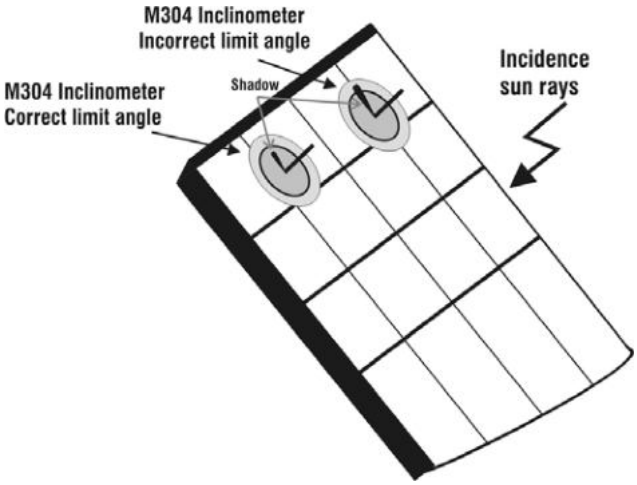

Fig. 10: Positioning the M304 inclinometer
18. Mount the M304 (inclinometer) supplied accessory, place and hold it on the plane of module. **Verify that the sun shadow falls on the disc within the "limit internal circle" on the disc itself (see Fig. 10). If this is not the case, the incidence angle between sun rays and the module surface is too high and not complying with the test conditions declared by the module manufacturer. As a consequence the measurements performed by the meter are not ok and all measurements steps shall be repeated at another daytime**